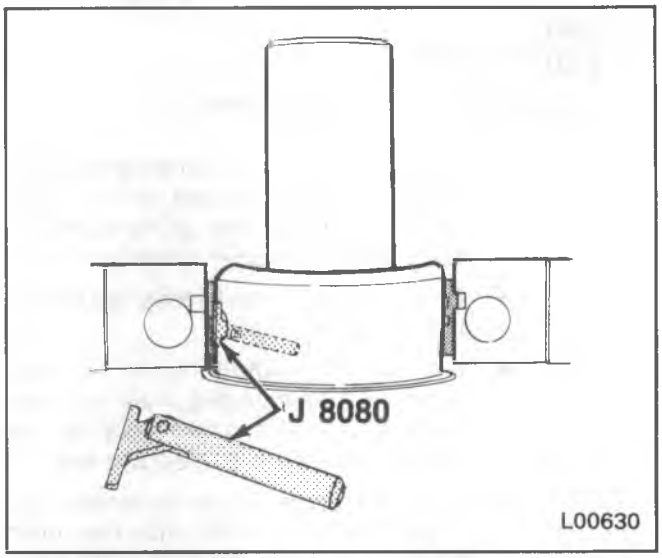

Figure 33—Removing the Main Bearing Insert
Remove or Disconnect (Figure 33)
- Insert J 8080 into the crankshaft oil hole (figure 33).
Install or Connect (Figures 33 and 34)
- Insert J 8080 into a crankshaft main bearing oil hole (figure 33).